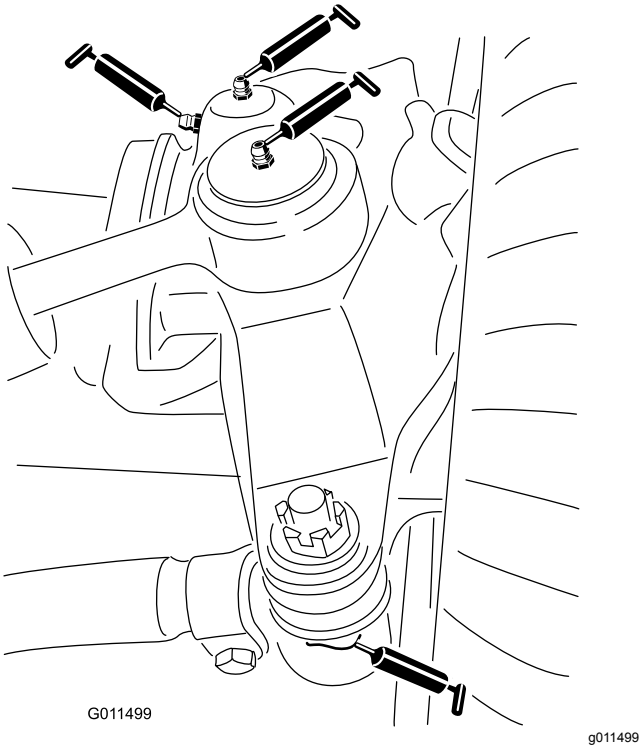

Figuur 60
- 2 kogelverbindingen van de stuurcilinder (Figuur 60)
- 2 kogelverbindingen van de trekstang (Figuur 60)
- 2 lagerbussen van de koppelpen (Figuur 60).